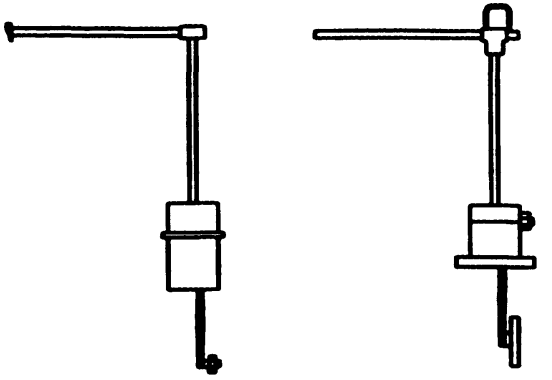
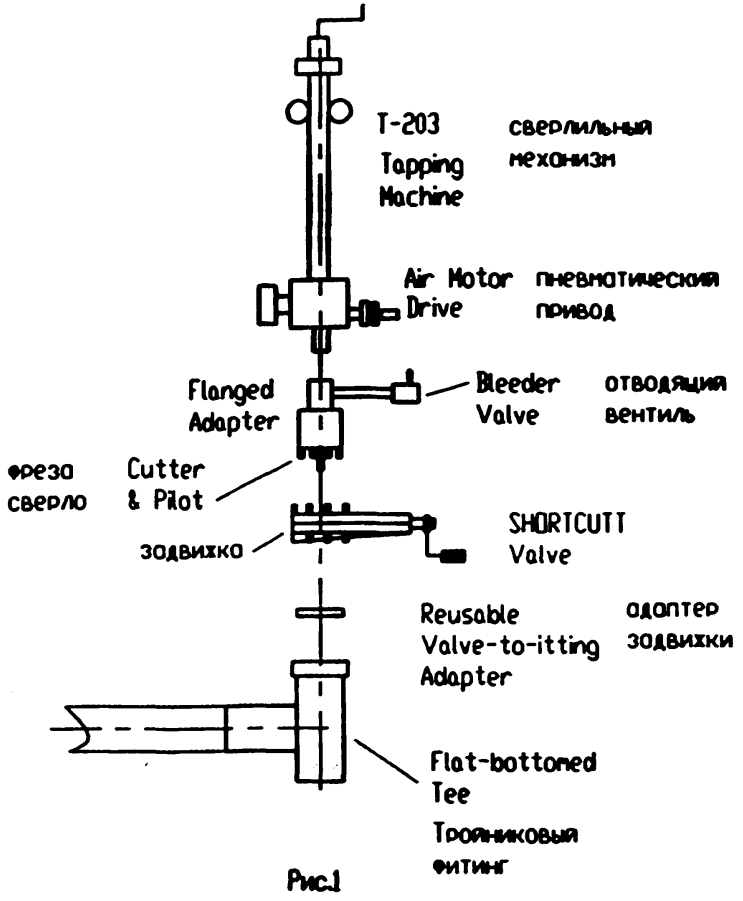

Рис.4
Рис.1
4. Машина "SHORTSTOPP 60" (рис.4) предназначена для отключения участков трубопровода при их замене или обрезке, установке на фитингах (рис.1,2) концевых пробок для отглушения фитингов, а также при необходимости удаления концевых пробок, ранее установленных на фитингах.
5. Полнопроходные временные задвижки "SHORTGUTT" используются для работы со сверлильными машинами (рис.3) и машинами для перекрытия сечения трубопроводов (рис.4).